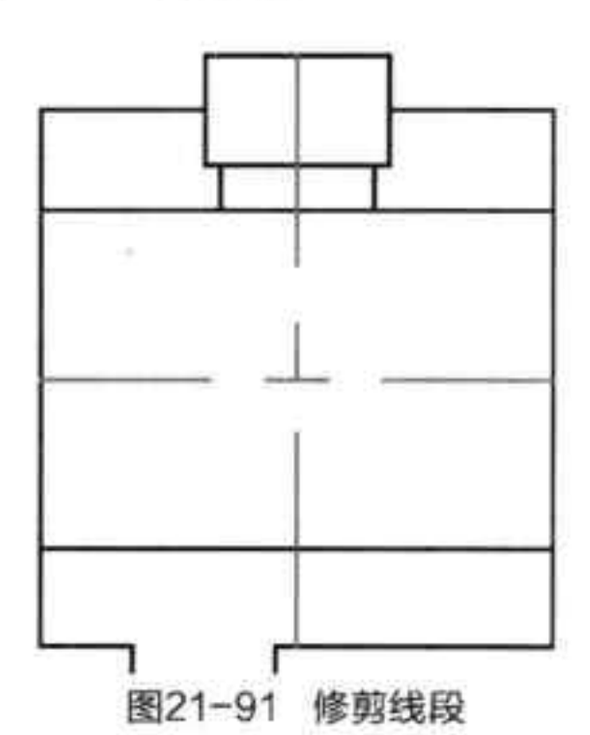

图21-91 修剪线段
Step 12 执行“修剪”命令，对线段进行修剪操作，如图 21-91 所示。